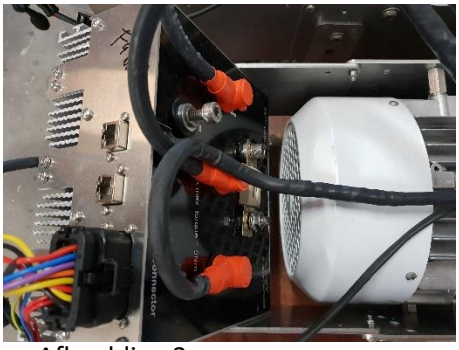

Afbeelding 2
Zet de controller schuin, zodat u eenvoudig bij de aansluitingen kan. LET OP: ontkoppel eventuele kabels waar trekkracht op staat! (afbeelding 2)
1. Schuif de controller in het frame, laat de controller schuin naar boven staan, zodat u de kabels kan bevestigen. (afbeelding 2)